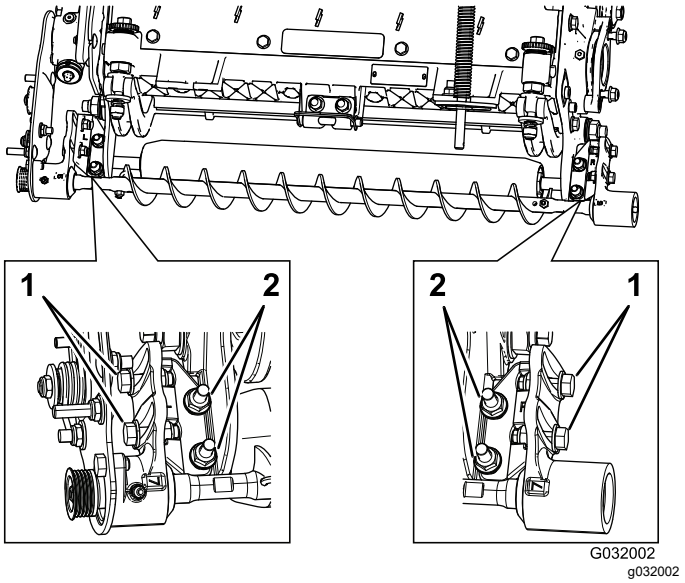

图 13
A. 松开将滚筒刷安装支架固定到滚刀组侧板上的 2 个凸缘锁紧螺母 图 13。
B. 旋转滚筒刷轴承座直到滚筒刷侧板与滚刀组侧板保持平行图 13。
C. 拧紧将滚筒刷安装支架固定到滚刀组侧板上的 2 个凸缘锁紧螺母 图 13。
1. 松开将每个滚筒刷轴承座固定到滚筒刷安装支架上的 2 个螺栓 图 13。